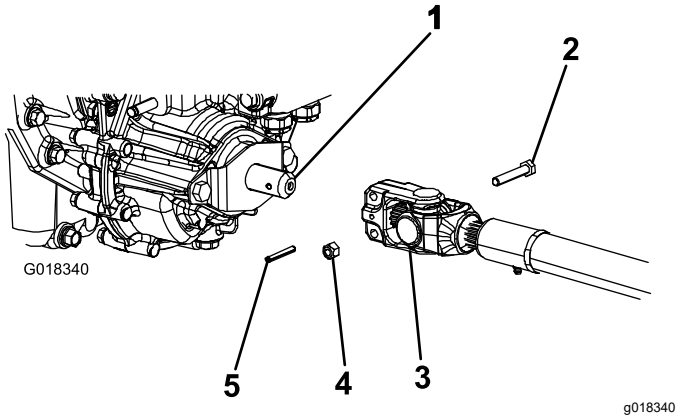

Figur 4
3. Placera kraftuttagsaxeln under maskinens främre del. Se till att drivaxelns axelok är vänt mot transmissionens drivaxel (Figur 4).